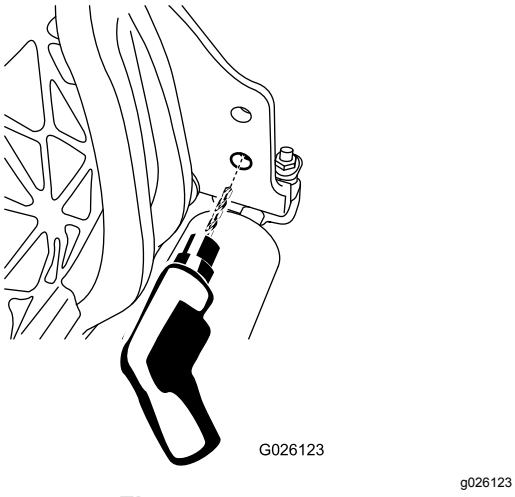

Figur 5
1. Forstør det nederste hul på højre side af klippeenheden med et 9 mm bor (Figur 5).